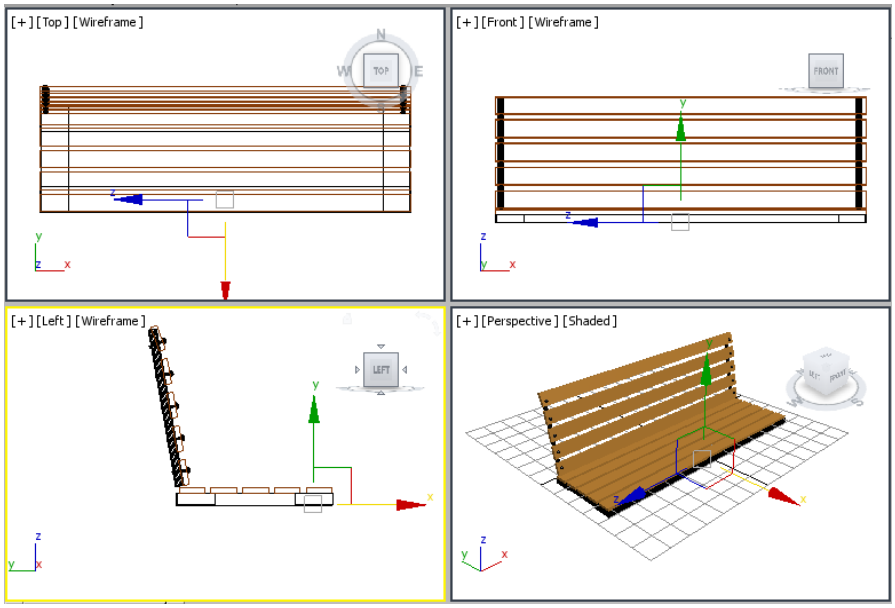

Figure 2-86 *Alignment of leg support004 in viewports*
12. Choose the **Select and Move** tool and align *leg support004* with *horizontal seat support* in all viewports, refer to Figure 2-86.